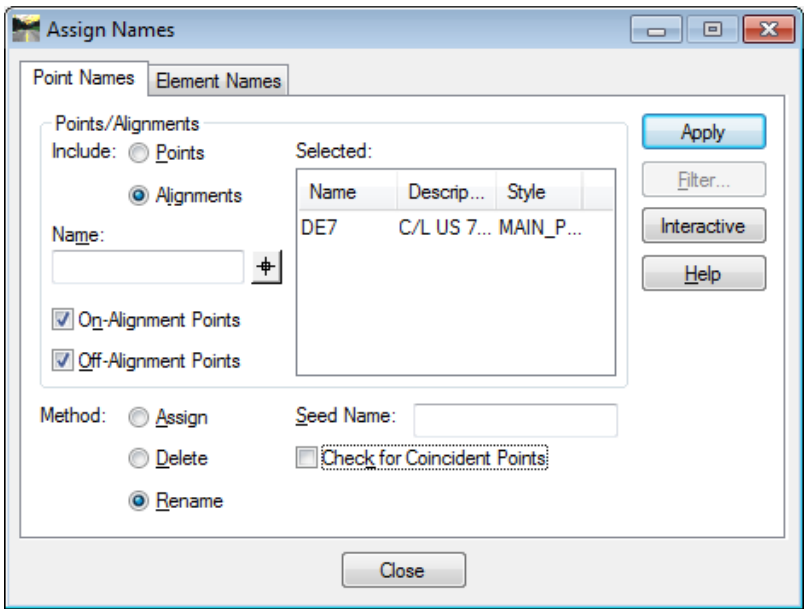

Figure L3-14 Assign Names
19.	**Assign Point Names to Alignment DE7.** • In InRoads, Select **Geometry ► Utilities ► Assign Names**. The **Assign Names** dialog opens. • Check the **Alignments** radio button. • Use the **Locate** button to select Alignment **DE7**. ***Hint:*** During this process – watch/follow the prompts at the bottom of the MicroStation Window to identify the element, accept/reject, etc. (Left click to accept Alignment **DE7** and the dialog box will return.) • Uncheck '**Check for Coincident Points**'. **Please Note"** In this case, a new Proposed Alignment is created from an Existing Survey Alignment, therefore, new points need to be created instead of using Coincident Points. • Verify your entries match those shown in *Figure L3-14*. • Click **Apply** & **Close**. *Point Names are assigned to Alignment DE7.*